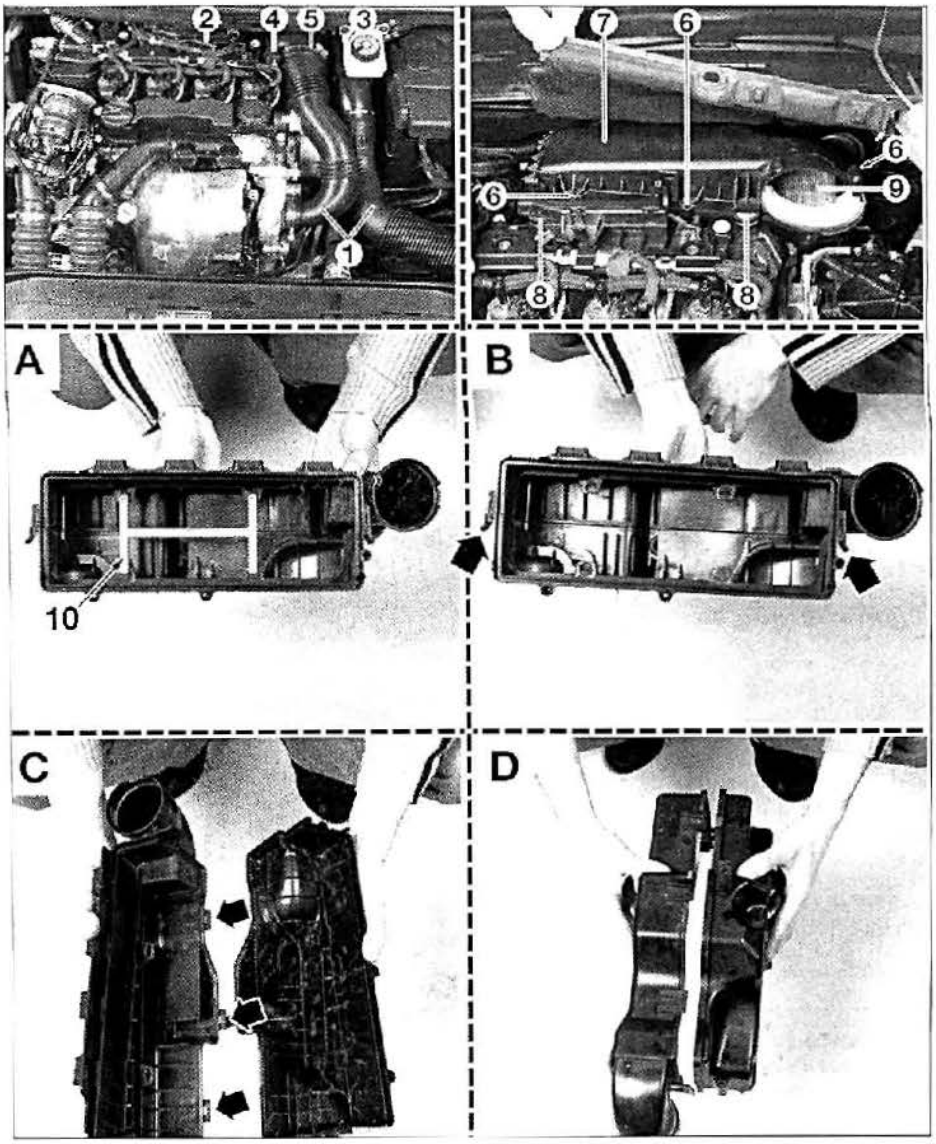

FIG. 24
- la caja de aire **(fig. 24):**
• Desmontar los conductos de aire (1).
• Desengrapar y separar la bomba de cebado de gasoil (2).
• Aflojar los tornillos de fijación y separar el depósito de líquido de freno (3)
- el conjunto de los conductos y de caja de aire (fig. 24).
• Desmontar el conjunto de los conductos y de caja de aire **(fig. 24)**.